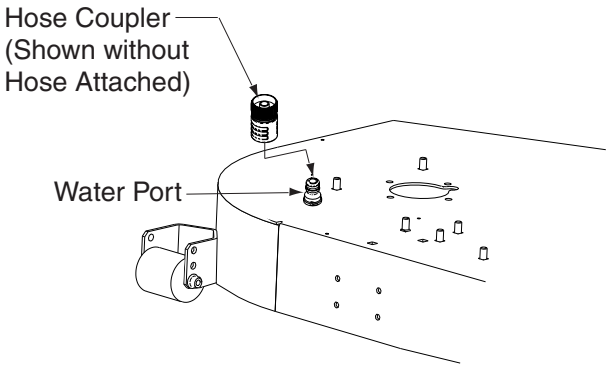

Figure. 6
e. Thread hose coupler (packaged with this manual) onto the end of your garden hose. See Figure 6. Attach the hose coupler to the water port on your mower deck's surface. See Figure 6. Turn the water on.
e. Remove six linchpins (See Fig. 6) (4) from the deck and (2) from the front of the mower. Remove the linchpins on the left and right rear side of the cutter deck (2); remove the linchpins on the left and right front side of the cutter deck (2); and remove the linchpins on the front of the mower (2).